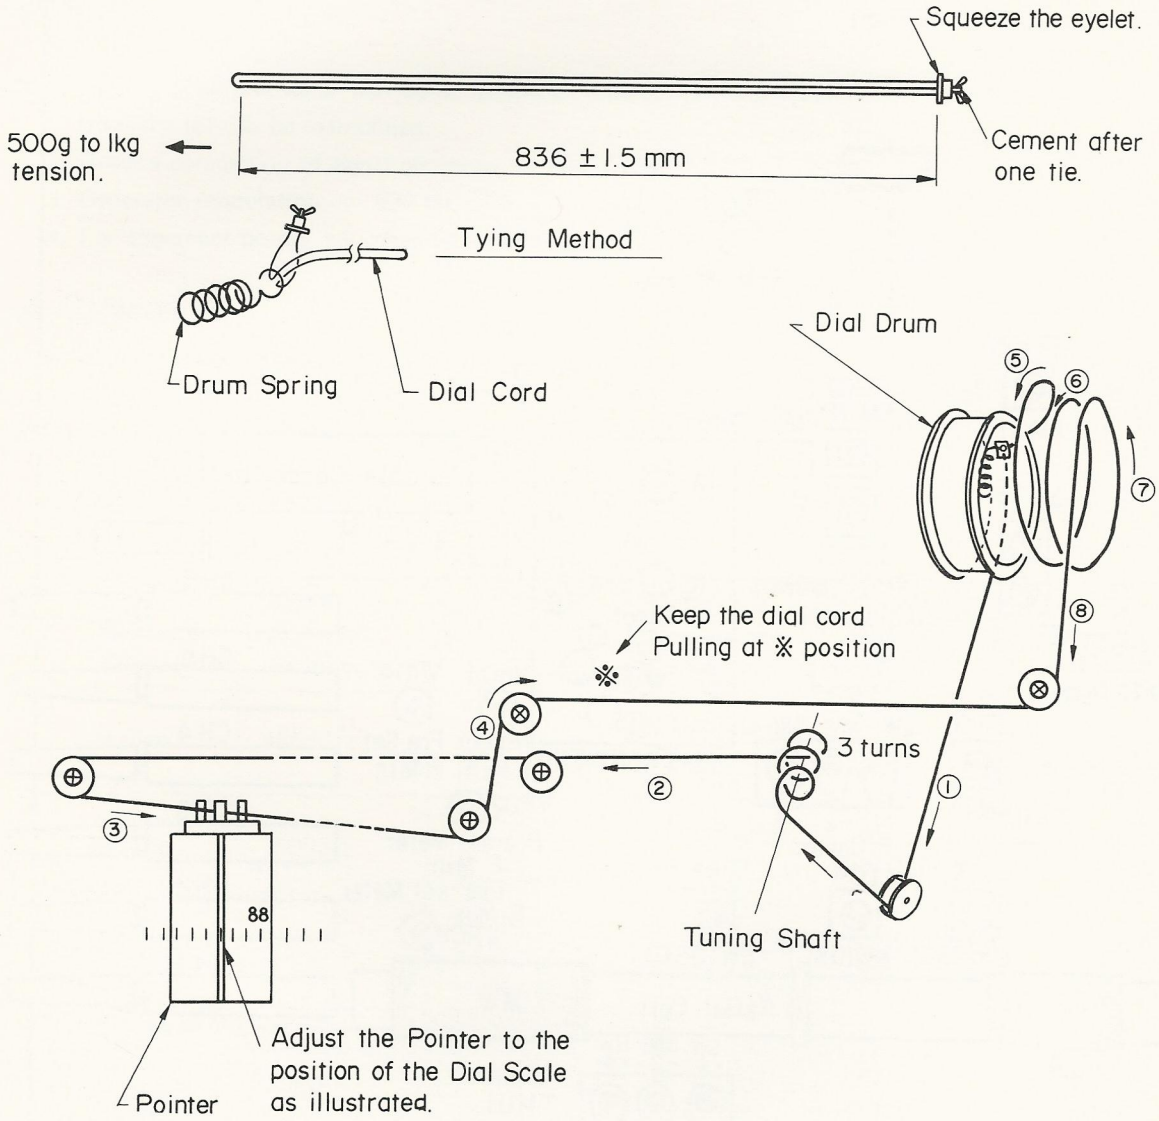

Figure 7.
b) Wind the dial cord in the numerical sequence as shown in figure 7.